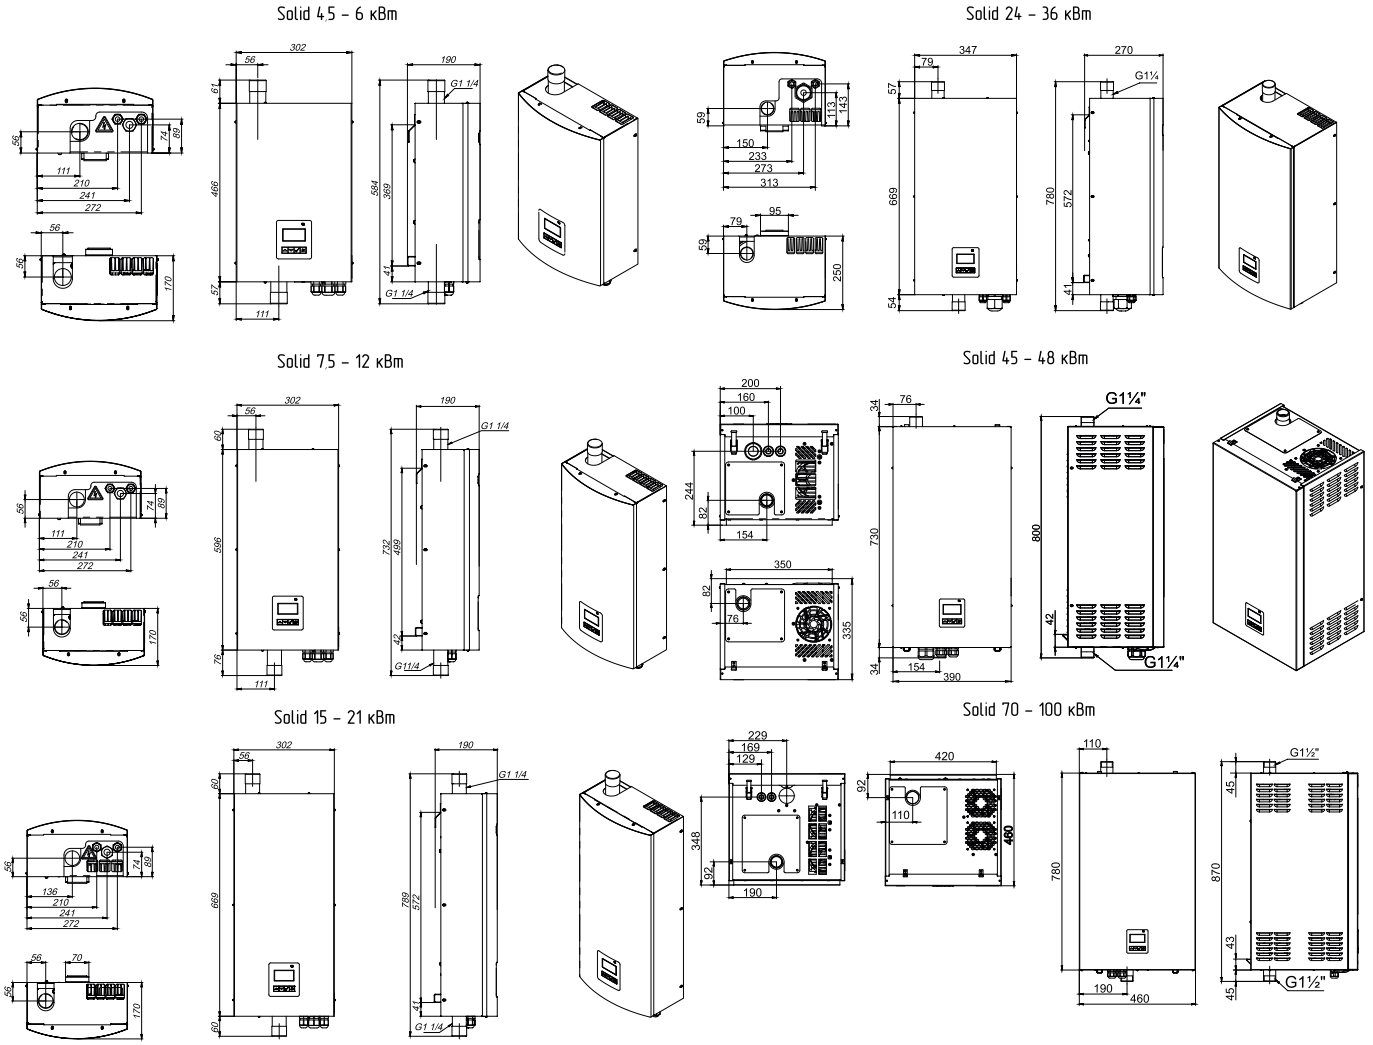

Рис.5. Габаритные и присоединительные размеры котлов
• Закрепить кронштейн крепления на вертикальной поверхности в необходимом месте с помощью шурупов, входящих в комплект и установить на него котел как показано на Рис.1. Габаритные и присоединительные размеры котлов указаны на Рис.5;